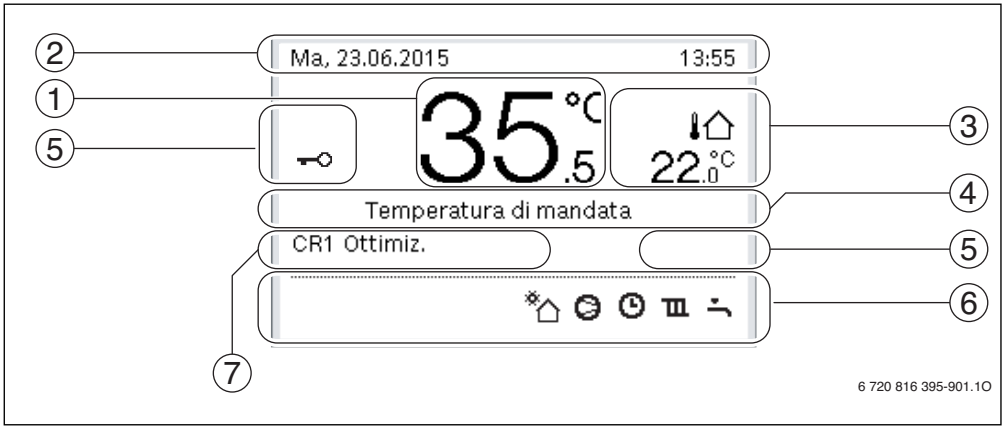

Fig. 2 Esempio di visualizzazione standard dei simboli sul display in un impianto con più circuiti di riscaldamento
→ Fig. 2, pag. 7
Le seguenti descrizioni si riferiscono alla visualizzazione standard (→ Fig. 2, pag. 7).
▶ Per attivare o disattivare il blocco tasti premere e tenere premuti per alcuni secondi il tasto acqua calda sanitaria e la manopola di selezione. Quando il blocco tasti è attivo sul display compare il simbolo della chiave (→ fig. 2 [5], pag. 7).